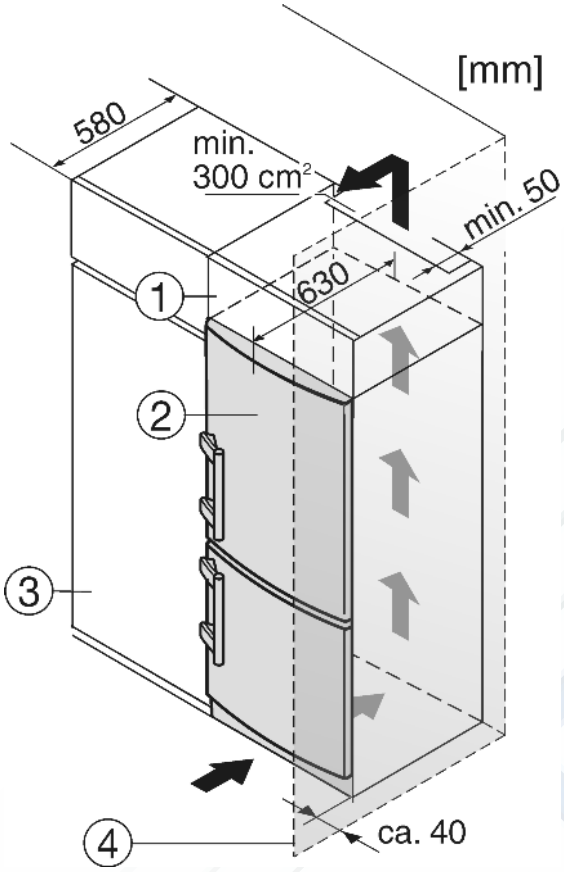

Fig. 13
(1) Дополнительный шкафчик
(2) Устройство
(3) Кухонный шкаф
(4) Стенка
Устройство может быть окружено предметами кухонной обстановки. Чтобы уравнять устройство *Fig. 13 (2)* по высоте с кухонной стенкой, можно установить над устройством соответствующий дополнительный шкафчик *Fig. 13 (1)*.
При комбинировании с обычными кухонными шкафами (глубина макс. 580 мм) устройство можно установить непосредственно рядом с кухонным шкафом *Fig. 13 (3)*. Дверь устройства выступает по сторонам на 34 мм и по центру устройства на 50 мм относительно передней стенки кухонного шкафа. Поэтому ее можно свободно открывать и закрывать.
Если устройство установлено на шарнирах у стены *Fig. 13 (4)*, то расстояние между устройством и стеной должно быть не менее 40 мм. Настолько выступает ручка при открытой дверце.